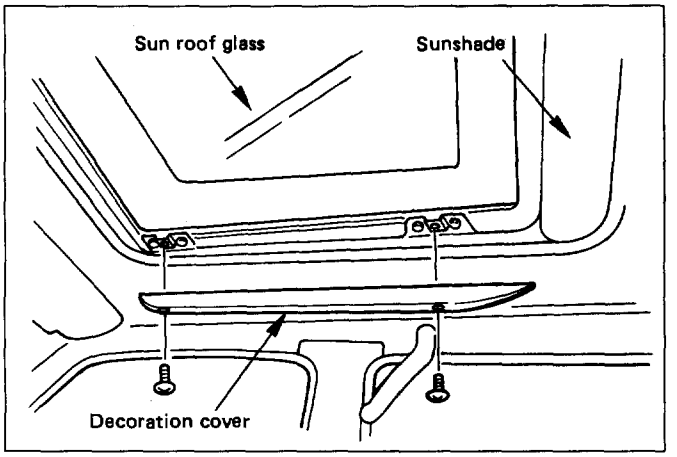

Fig. 10-236
- Remove the decoration cover fixing screws. (Fig. 10-236)